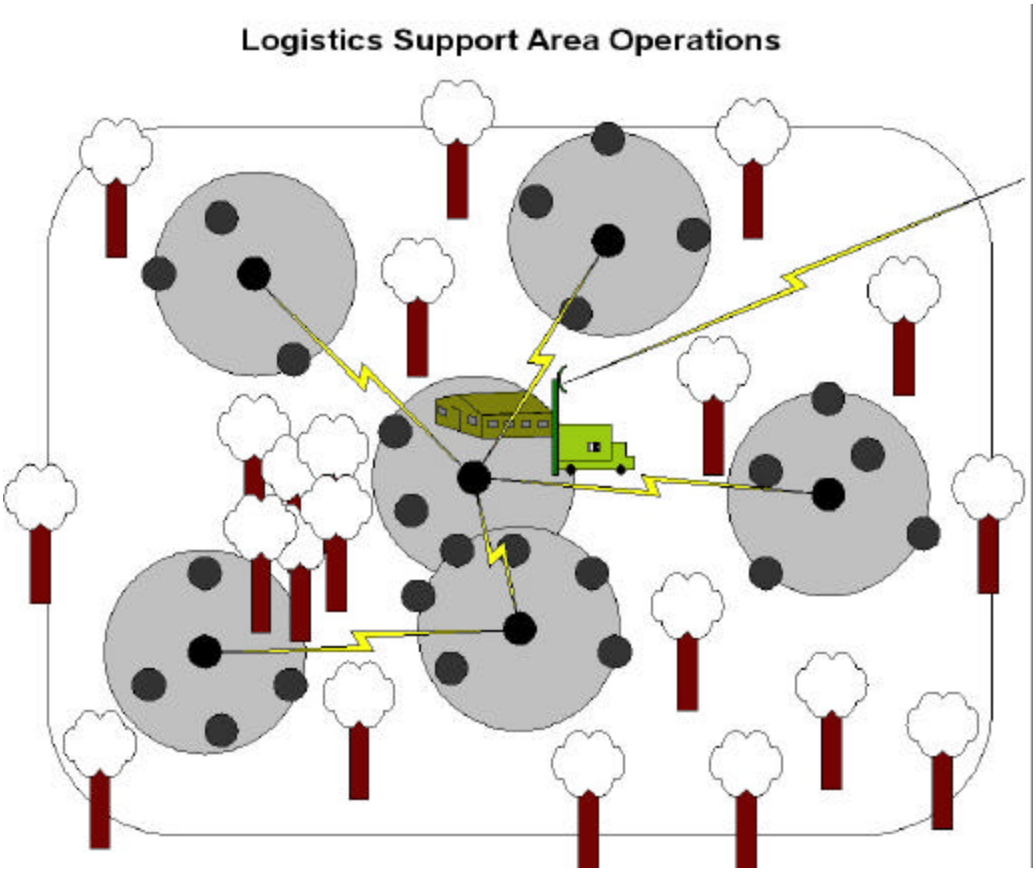

Figure I-26 Logistics Support Area
Figure I-26 shows a typical support area, with the command post (CP) or tactical operations center (TOC) near the center. It actually can be anywhere. The Signal vans are usually set up close by. The SECRET part of the network uses thin-net coaxial cable so the SEN, LEN, or BSN (Brigade Subscriber Node) van must be within 185 meters of the CP or TOC. In some units, the coaxial cable has been replaced with high-speed fiber optic cable, so the signal van may be farther away.